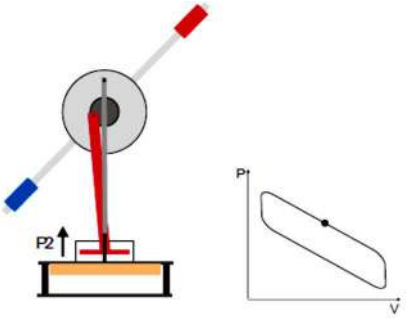

Fig. 3 : Détente
- **Détente :** L'air chauffé se détend approximativement de façon isotherme et pousse le piston moteur (P2) vers le haut. Pour cela, le travail mécanique est transmis à la tige oscillante par le biais du vilebrequin. Le volume d'air augmente, l'air absorbe la chaleur et la pression diminue (Fig. 3).